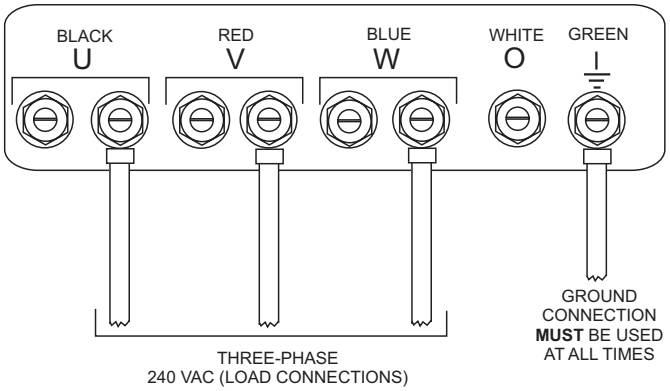

Figure 17. UVWO Terminal Lugs 3-Phase 240-Volt Connections
2. Connect the load wires to the UVWO terminals as shown in Figure 17.